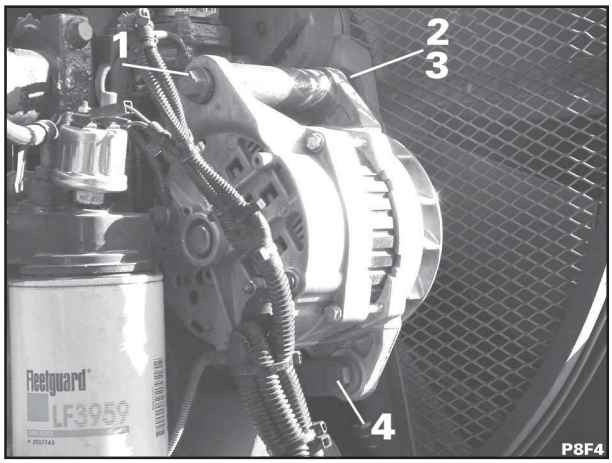

Fig. 5
1. Instale o alternador e o parafuso (4 – fig. 5) do suporte inferior do alternador.
2. Instale o parafuso (1 – fig. 5), a porca (2 – fig. 5) e a arruela (3 – fig. 5) do suporte do alternador.